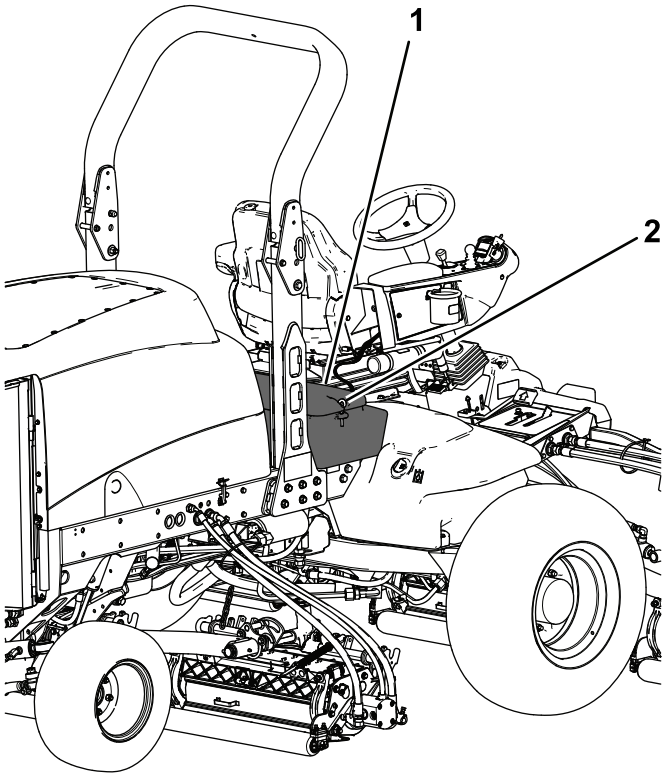

Figur 94
2. Lås opp og hev operatørens konsollpanel (Figur 94).